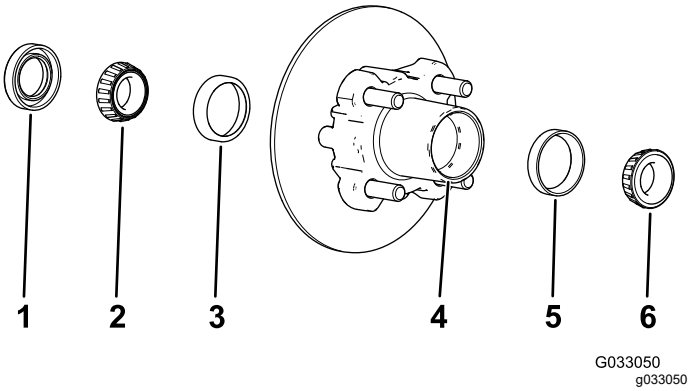

**Figur 29**
1. Fjern det utvendige lageret og kulesetet fra navet (Figur 29).
2. Fjern tetningen og det innvendige lageret fra navet (Figur 29).
5. Rengjør navets hulrom for fett, smuss og andre rester (Figur 29).
7. Fyll navets hulrom 50–80 % fullt med det angitte smørefettet (Figur 29).
8. Monter det innvendige lageret på den innvendige siden av navet, og monter tetningen (Figur 29).